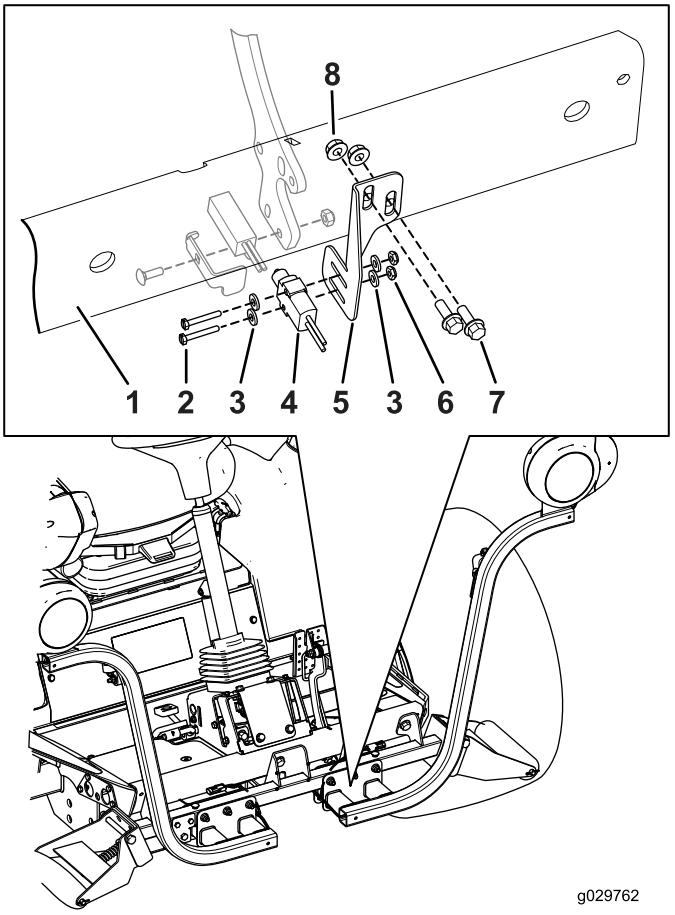

図 17
注 ブレーキセンサーブラケットを上下させてブレーキセンサーとプレートを整列させてください図 17。
4. ブレーキセンサーブラケットにブレーキセンサーを仮止めするスロット付きねじ#6 x 1"2本、ワッシャ2枚、フランジナット2個を使用する図 17。